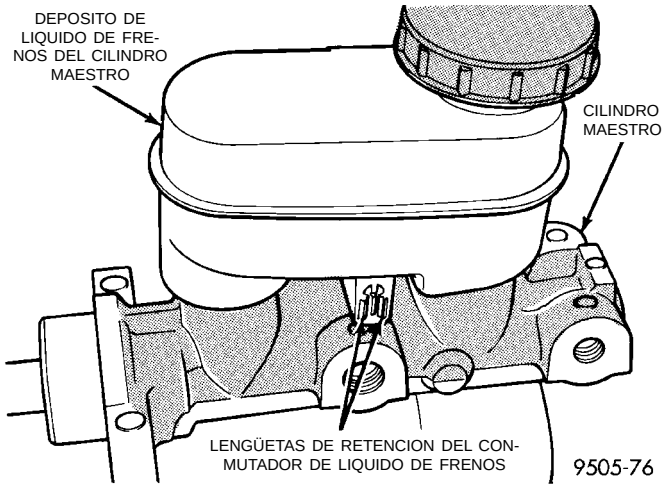

Fig. 166 Lengüetas de retención del conmutador de nivel de líquido de frenos
(2) Comprima las lengüetas de retención (Fig. 166) en el extremo del conmutador de nivel de líquido de frenos.
(3) Mientras comprime las lengüetas de retención, tome con fuerza el extremo opuesto del conmutador
(4) Alinee correctamente el conmutador de nivel de reemplazo con su orificio de instalación en el depósito de líquido de frenos. Presione el conmutador en el depósito de líquido hasta que las lengüetas de retención estén totalmente expandidas en el lado opuesto del depósito de líquido (Fig. 166).
(5) Instale el conector del mazo de cableado en el conmutador de nivel de líquido de frenos.